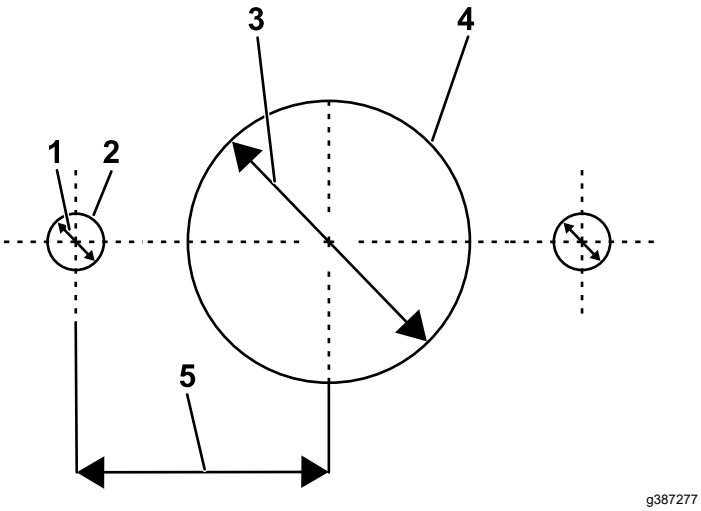

Figur 3
2. Borra tre hål i följande ordning med hjälp av måtten som visas i Figur 3 och med mittpunkten som referens:
Viktigt: **Kontrollera att de yttre två hålen är symmetriska med mitthålet (Figur 3).**